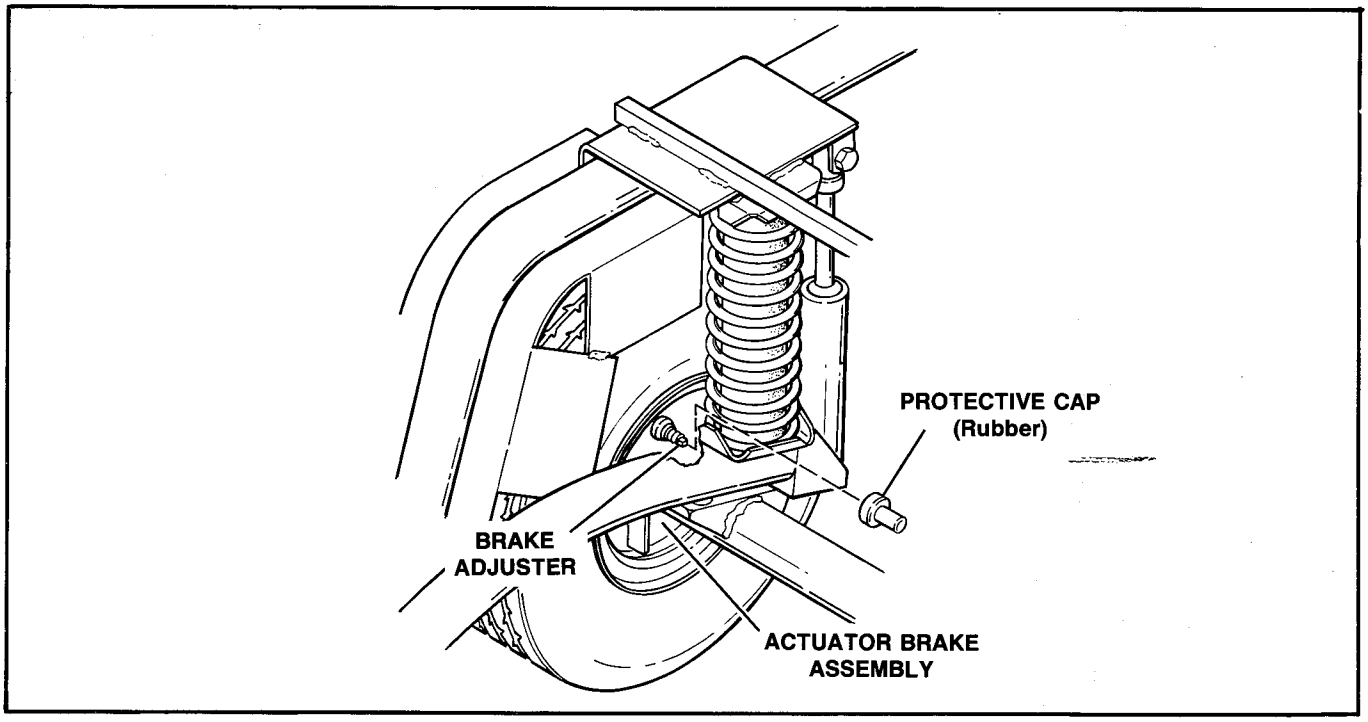

Figure 33 – Brake Cable Removal and Adjustment
Brake Cable Removal (Figure 33)
b. Remove rubber protective caps, Figure 33, from brake adjusters on brake backing plates.